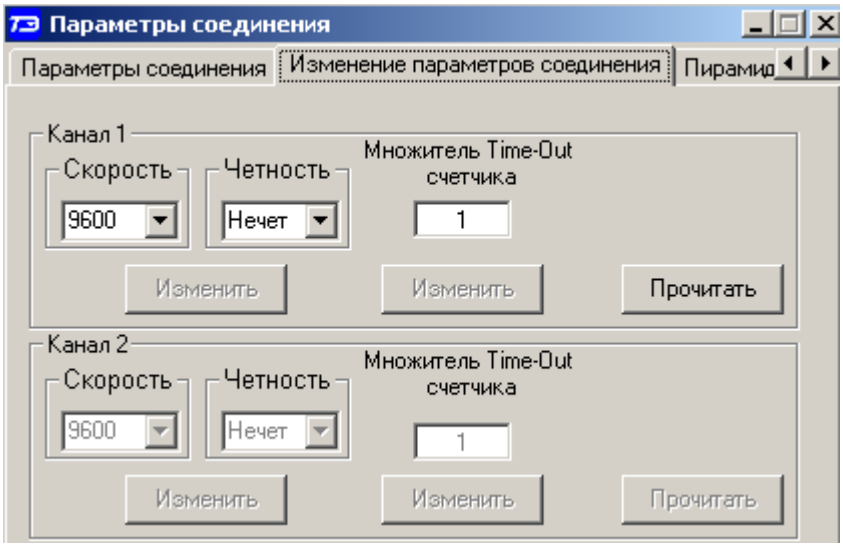

Рисунок 3 – Форма «Параметры соединения», вкладка «Изменение параметров соединения»
– открыть вкладку «Изменение параметров соединения» формы «Параметры соединения» (рисунок 3);
4.3 Скорость обмена по каналам RS-485 может быть изменена через оптический интерфейс, посредством вкладки «Изменение параметров соединения» формы «Параметры соединения» (рисунок 3).